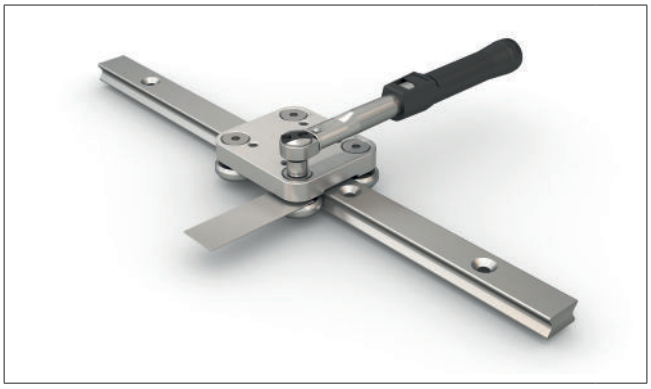

Fig.7
- The special flat key provided is inserted from the side onto the hexagon of the roller to be set (see Fig.7).